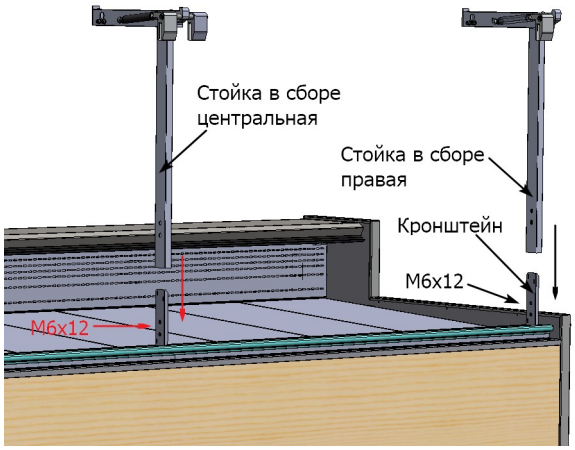

рис. 1
1. Установить стойки суперструктуры на кронштейны, прикрутить винтами М6х12 с полукруглой головкой, рис. 1.